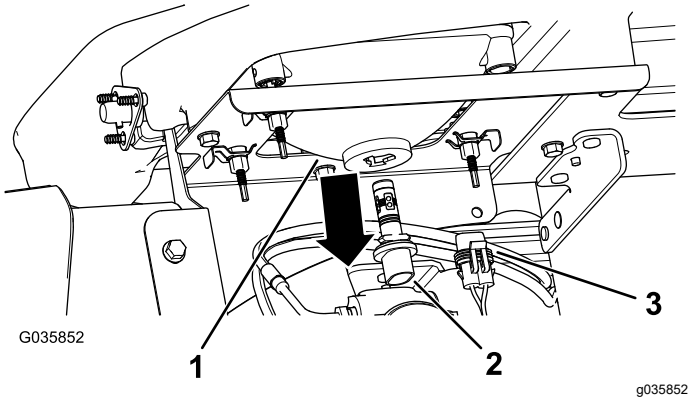

Rysunek 52
3. Odłącz złącze elektryczne wiązki przewodów od złącza żarówki z tyłu obudowy reflektora (Rysunek 52).
4. Przekręć zespół żarówki o ¼ obrotu w lewo i wysuń do tyłu z obudowy reflektora (Rysunek 52).
5. Włóż nowy zespół żarówki w obudowę reflektora i ustaw wypustki żarówki równo z wycięciami w obudowie reflektora (Rysunek 52).
6. Zamocuj zespół żarówki, przekręcając go o ¼ obrotu w prawo (Rysunek 52).
7. Podłącz złącze elektryczne wiązki przewodów do złącza nowego zespołu żarówki (Rysunek 52).